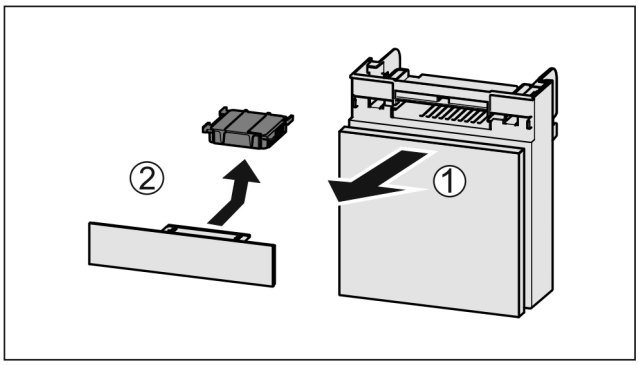

Fig. 105
▶ Fach nach vorne herausziehen *Fig. 105 (1)*.
▶ Aktivkohlefilter entnehmen *Fig. 105 (2)*.